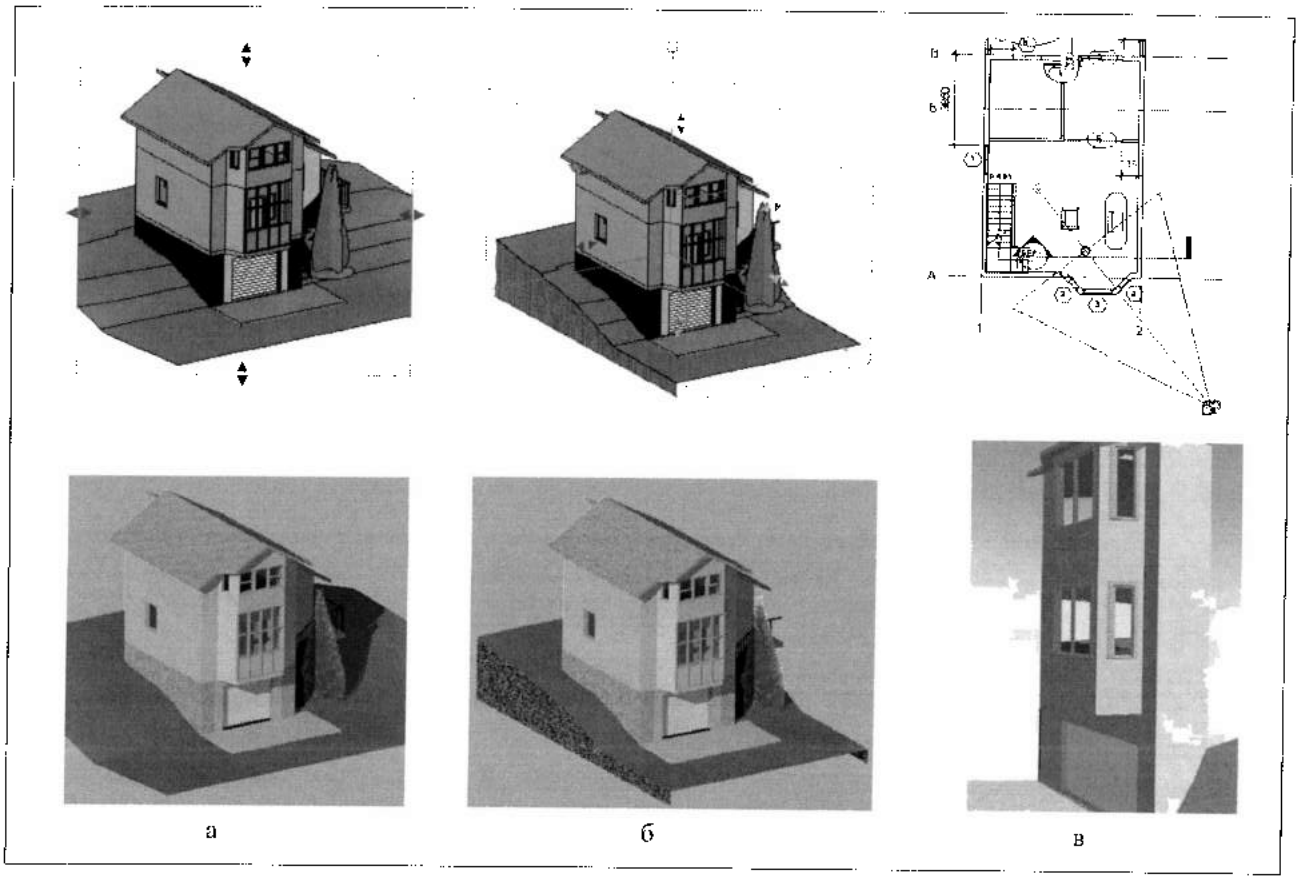

Рис. 24.3. *Формирование области тонирования*
- *Область обрезки* (рис. 24.3,а). Открыть 3М-вид и применить область обрезки для определения области тонирования. При выделении области обрезки на панели параметров отображается размер обрезанного вида. Нажать кнопку **Size** (Размер) для указания высоты и ширины области обрезки.
- *Секущий бокс* (рис. 24.3,б). Этот бокс формируется при установке в свойствах 3М-вида флажка **Section box** (Секущий бокс) и позволяет исключить многие модельные элементы из процесса тонирования, уменьшая число вычислений и время вычислений. При использовании рассматриваемого бокса нужно быть осторожным в отношении исключаемых частей геометрии здания. Например, если бокс сечений исключает наружные стены для внутреннего 3М-вида, солнечный свет может освещать всю комнату.
- *Секущая плоскость камеры* (рис. 24.3,в). Эта плоскость определяет глубину тонирования перспективного 3М-вида. При приближении секущей плоскости к камере меньше элементов модели участвует в тонировании и соответственно уменьшается время тонирования и размер файла.